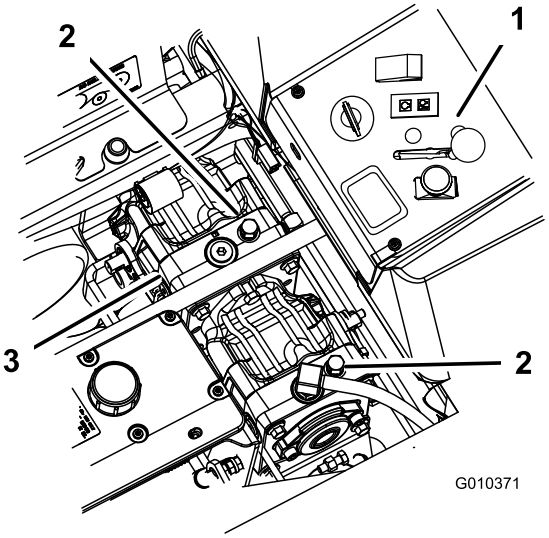

**Figur 31**
2. Vrid överströmningsventilerna motsols ett varv. Hydrauloljan kan då passera förbi pumpen, så att hjulen kan rotera (Figur 31).
Vrid överströmningsventilerna medsols ett varv för att köra maskinen (Figur 31).